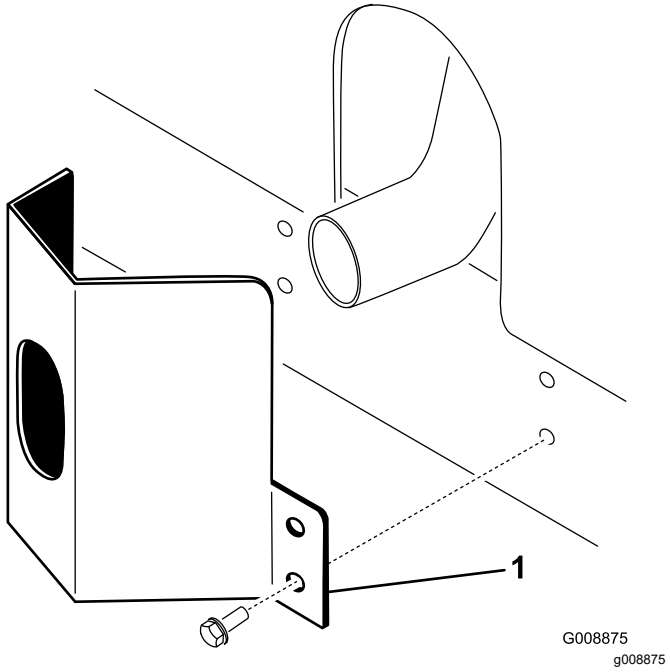

Figuur 36
1. Plaats het uitlaatscherm om de geluiddemper en zorg ervoor dat de montageopeningen en de openingen in het frame zich recht tegenover elkaar bevinden (Figuur 36).
2. Bevestig het uitlaatscherm aan het frame met 4 zelftappende schroeven (Figuur 36).